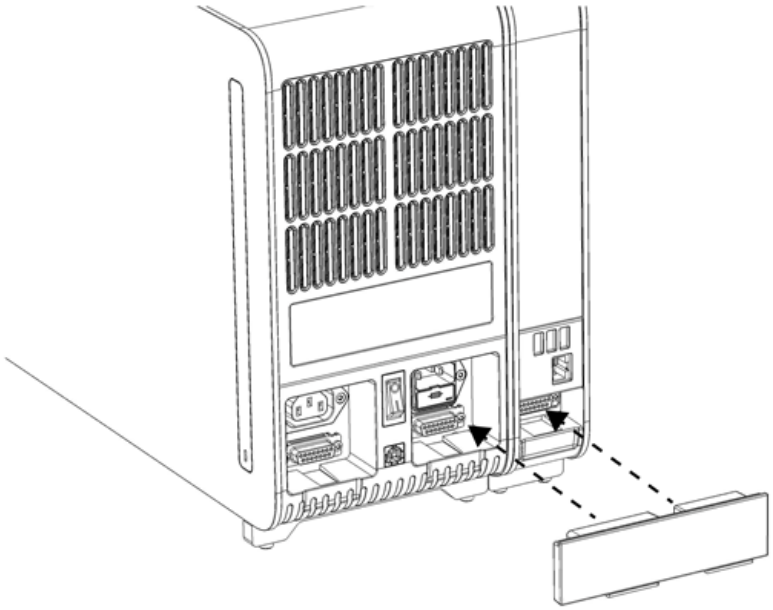

Figura 8. Conexión del puente del módulo operativo/analítico.
5. Conecte el puente del módulo analítico/operativo en la parte posterior de QIAstat-Dx Analyzer 2.0 para enlazar el módulo operativo y el módulo analítico (Figura 8).